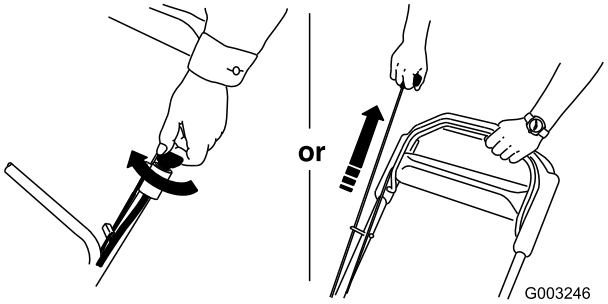

Figuur 20
3. Start de motor met het contactsleuteltje (uitsluitend model 20796) of de terugloopstarter (Figuur 20).